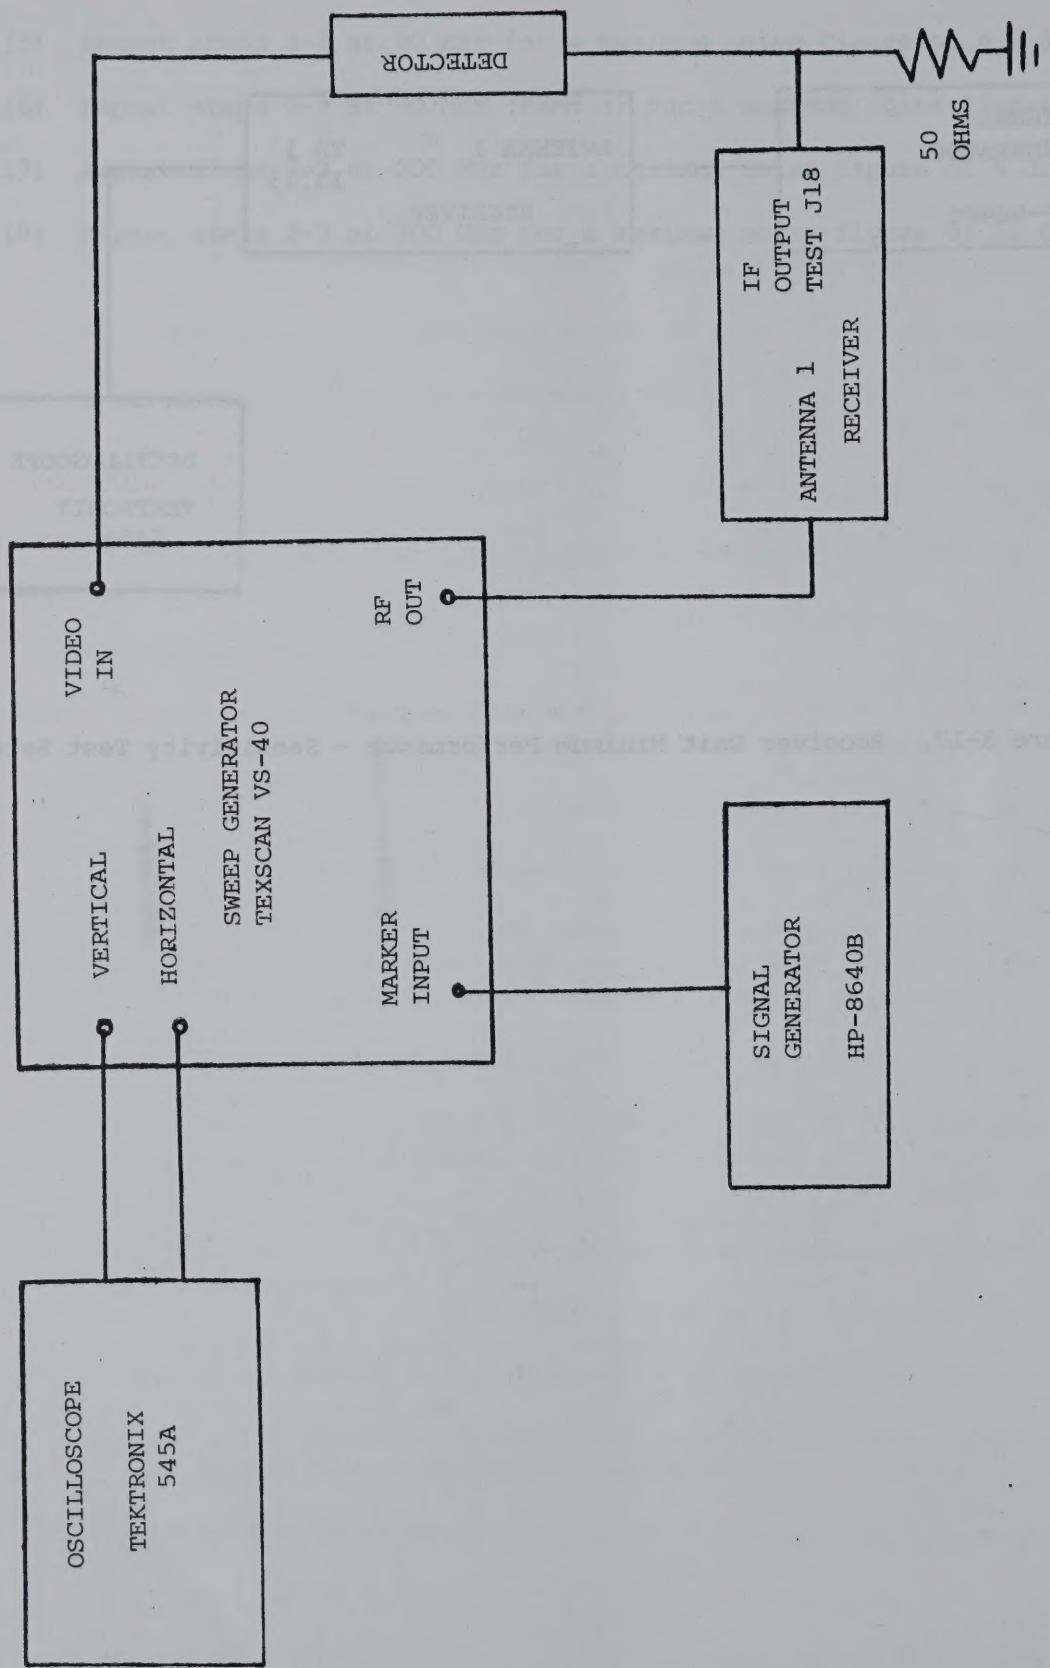

Figure 5-18. Receiver Unit Minimum Performance - Bandwidth Test Setup
a. Connect test equipment as shown in figure 5-18.
(1) Set receiver controls in the following positions: